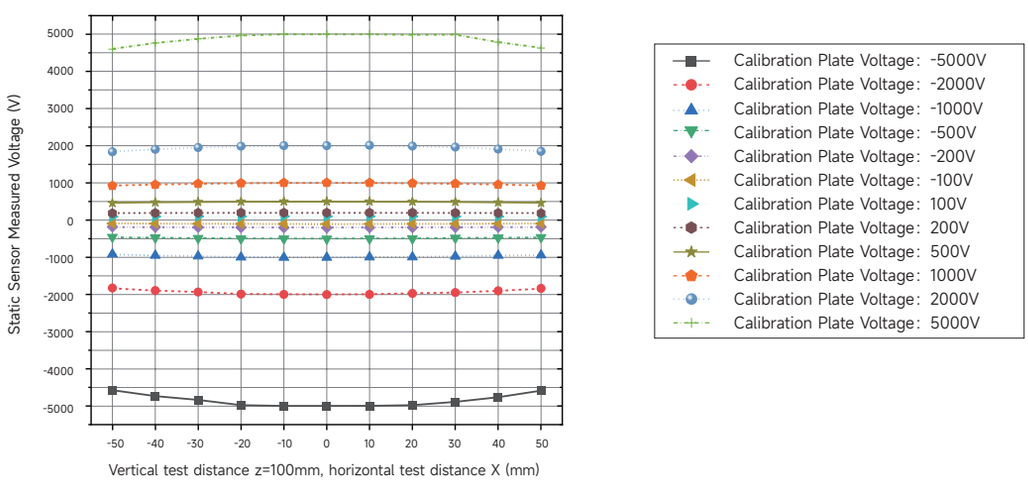

Figure 13 Horizontal Test Data Diagram of the Standard Flat Plate Electrode at a Vertical Distance of 100mm
➤ ③ Figure 13 shows the test data at 100mm vertical distance using a 150mm x 150mm stainless steel plate electrode, with the sensor positioned at various horizontal distances from the plate center (coordinate origin):